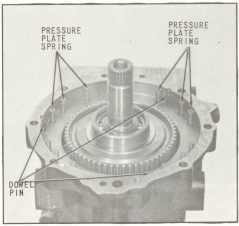

Fig. 51 Installation of Twelve (12) Pressure Plate Springs and Three (3) Dowel Pins
48. Install the twelve (12) pressure plate springs in the holes provided in the reverse clutch cavity, (Fig. 51). The holes should be free from dirt and all springs should be firmly seated.
49. Coat the three (3) dowel pins with petroleum jelly and assemble them in the three (3) grooves provided at the outside diameter of the reverse clutch cavity, (Fig. 51). Assembly